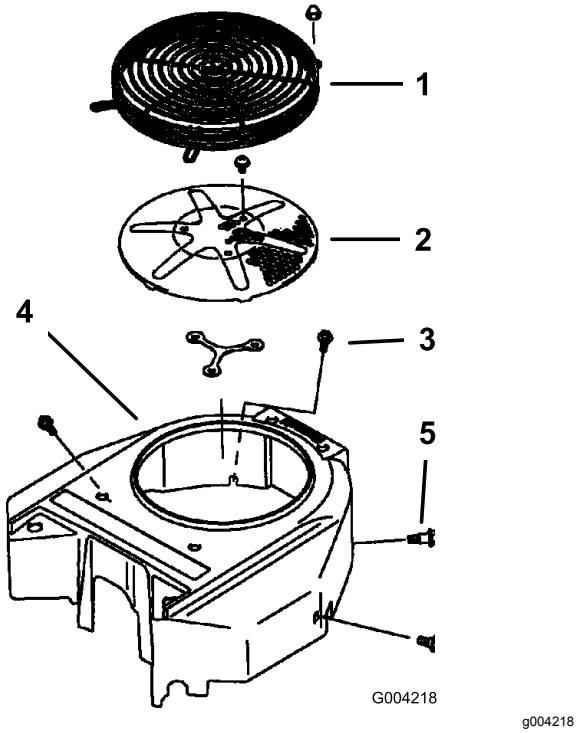

Figuur 76
3. Verwijder het luchtinlaatrooster, de terugloopstarter en de ventilatorbehuizing (Figuur 76).
5. Plaats het luchtinlaatrooster, de terugloopstarter en de ventilatorbehuizing (Figuur 76).